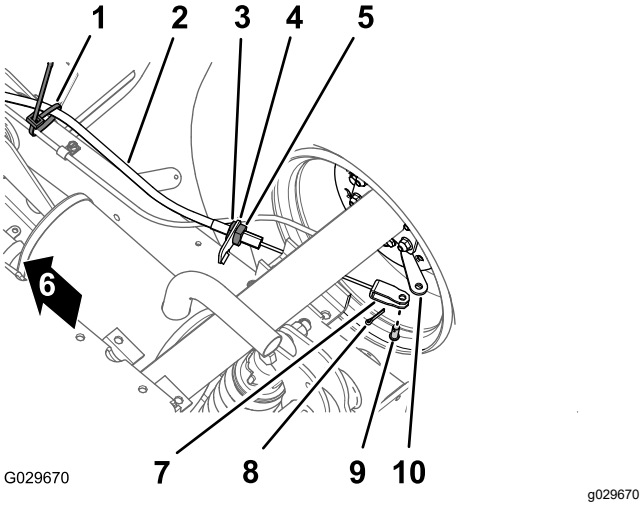

Figur 46
1. Fjern kabelbåndet i bunden af maskinen, der fastgør parkeringsbremsens kabel til driftsbremsens ledning (Figur 46).
2. Marker en rotationsstribe på den fremadgående kontramøtrik til parkeringsbremsens kabel (Figur 46).
3. Løsn den bageste kontramøtrik og fjern kablet fra bremsekablets beslag (Figur 46).
4. Fjern låseclipsen og gaffelbolten, der fastgør gaffelbolten til parkeringsbremsens kabel, på bremsebetjeningshåndtaget, og tag kablet af håndtaget (Figur 46).
1. Før den genvindskårne justeringsskrue på parkeringsbremsens kabel hen til bremsekablets beslag og gaflen til bremsebetjeningshåndtaget (Figur 46).
3. Juster den genvindskårne justeringsskrue på parkeringsbremsens kabel i forhold til bremsekablets beslag og stram den bageste kontramøtrik (Figur 46).